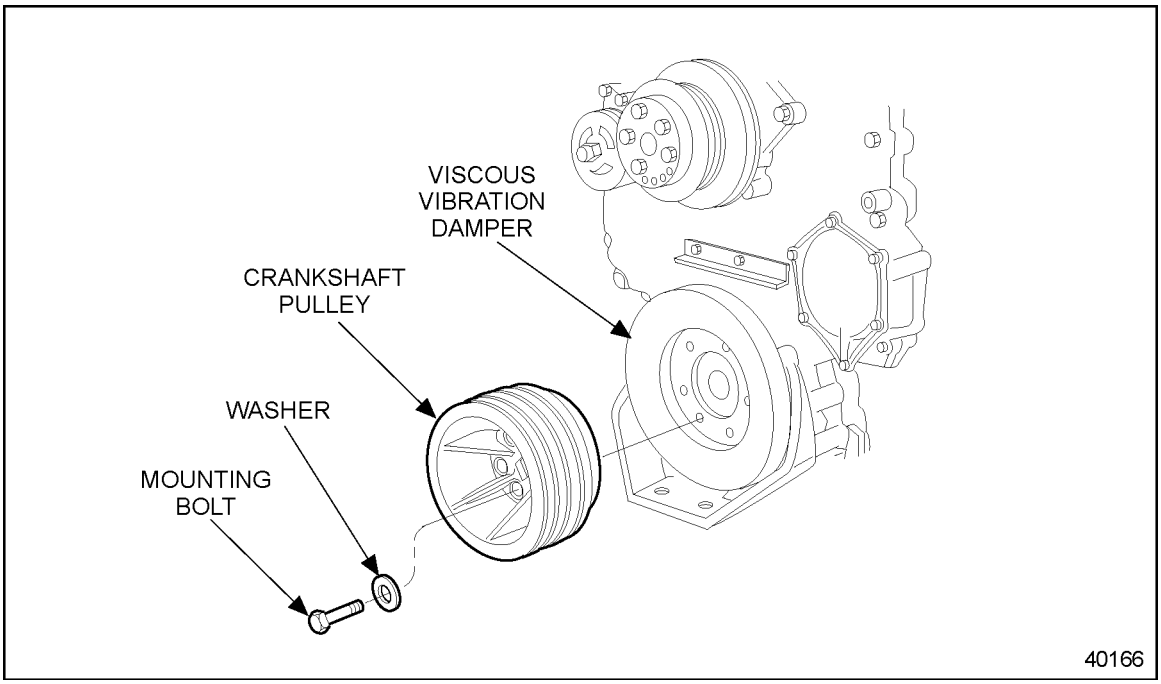

Figure 1-234 Crankshaft Pulley Mounted Directly to the Crankshaft
6. Remove two of the six crankshaft pulley-to-crankshaft attaching bolts and hardened washers that are 180 degrees apart. Discard the bolts. These bolts are not reusable. See Figure 1-234.